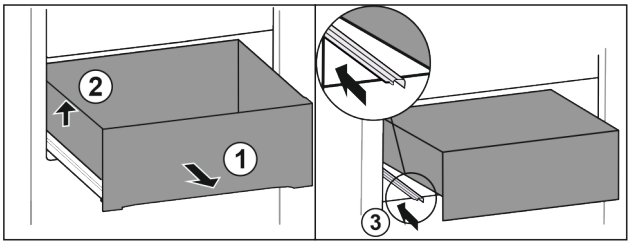

*Fig. 159*
▶ Scoateți sertarul până la opritor. *Fig. 159 (1)*
▶ Ridicați sertarul din stânga. *Fig. 159 (2)*
▶ Inserați șina din stânga. *Fig. 159 (3)*